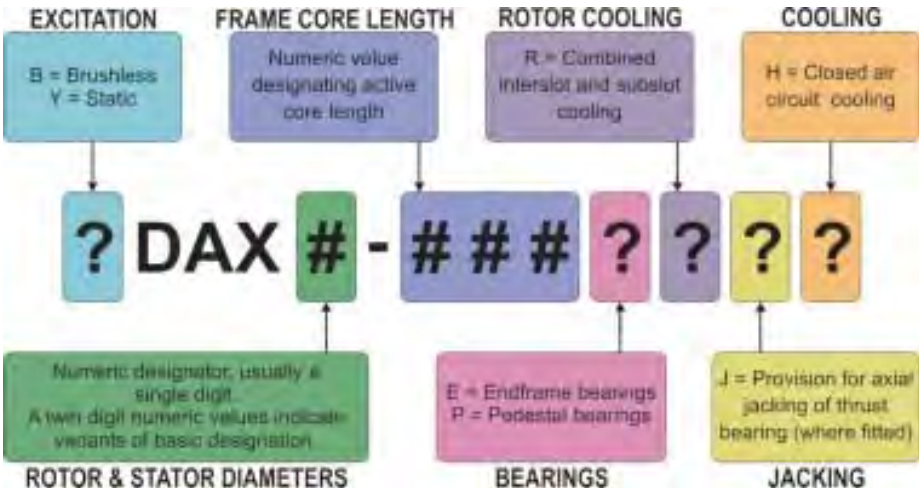

Figure B-3 DAX Turbogenerator Frame Designation
1. Frame designation code—given in the format shown in Figure B-3, below.